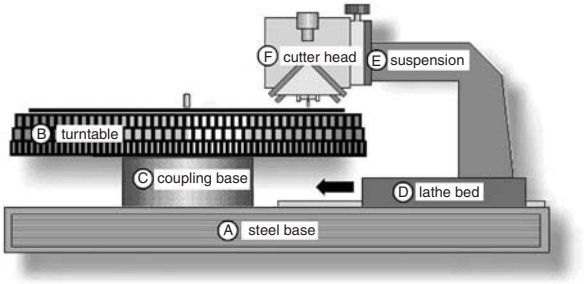

Figure 17.19. *A disc-cutting lathe with automatic pitch and depth control.*
The main components of a vinyl disc-cutting lathe are the turntable, lathe bed and sled, pitch/depth control computer, and cutting head. Basically, the lathe (Figure 17.19) consists of a heavy, shock-mounted steel base (A). A weighted turntable (B) is isolated from the base by an oil-filled coupling (C), which reduces wow and flutter to extremely low levels. The lathe bed (D) allows the cutter suspension (E) and the cutter head (F) to be driven by a screw feed